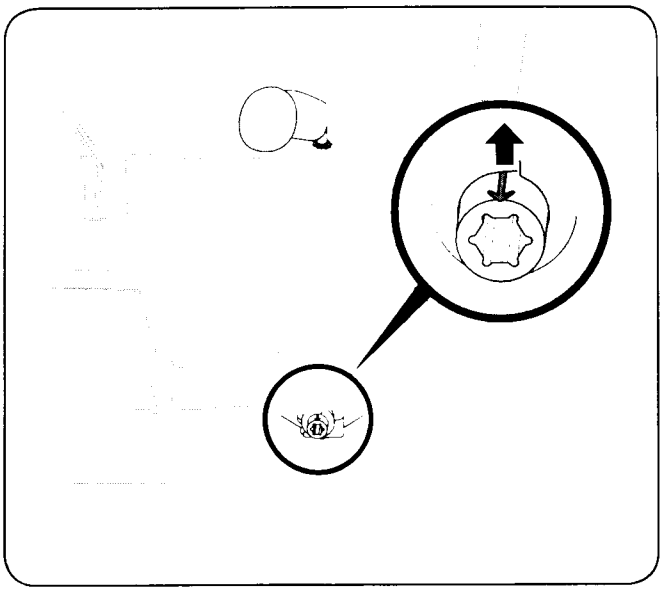

Figure 3-6
5. Rotate the joystick to the one o'clock position so that the silver indicator arrow on the pinion gear below the control panel faces upward. See Fig. 3-6.